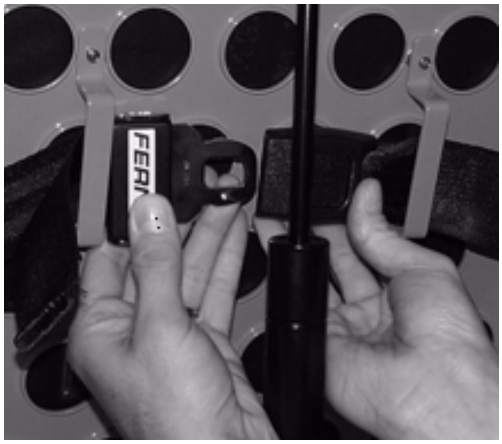

Figura 51
4. Avvolgere le cinghie attorno allo schienale della barella e infilarne le estremità nelle apposite staffe. Allacciare saldamente la fibbia (vedere Figura 51).